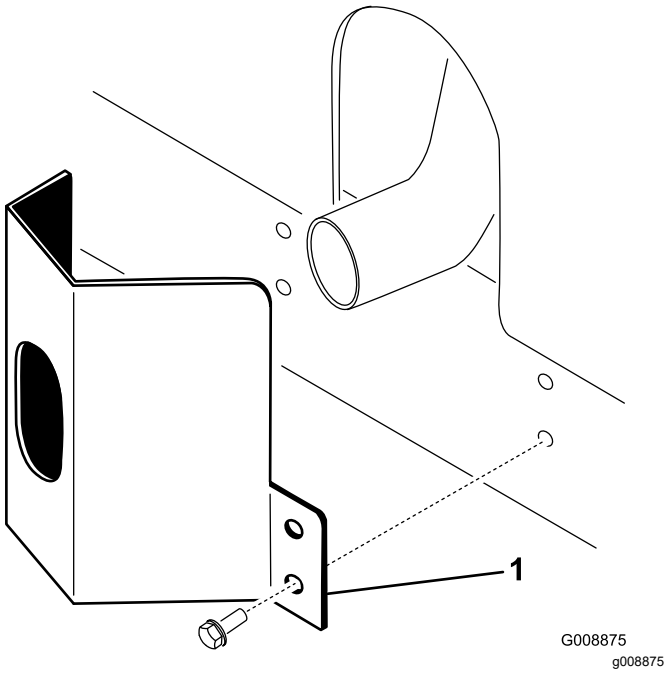

Figur 36
1. Sæt udstødningsværnet rundt om lydpotten, så monteringshullerne flugter med hullerne i stellet (Figur 36).
2. Fastgør udstødningsværnet til stellet med 4 selvskærende skruer (Figur 36).